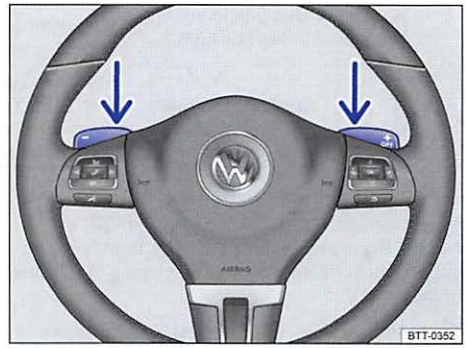

Fig. 112 Steering wheel with optional Tiptronic shift paddles.
- The paddles ⇒ fig. 112 (arrows) work when the selector lever is in the Tiptronic position or when the selector lever is in Drive **(D)** or Sport Drive **(S)**. You do not have to move the selector lever over to the right into the Tiptronic position.